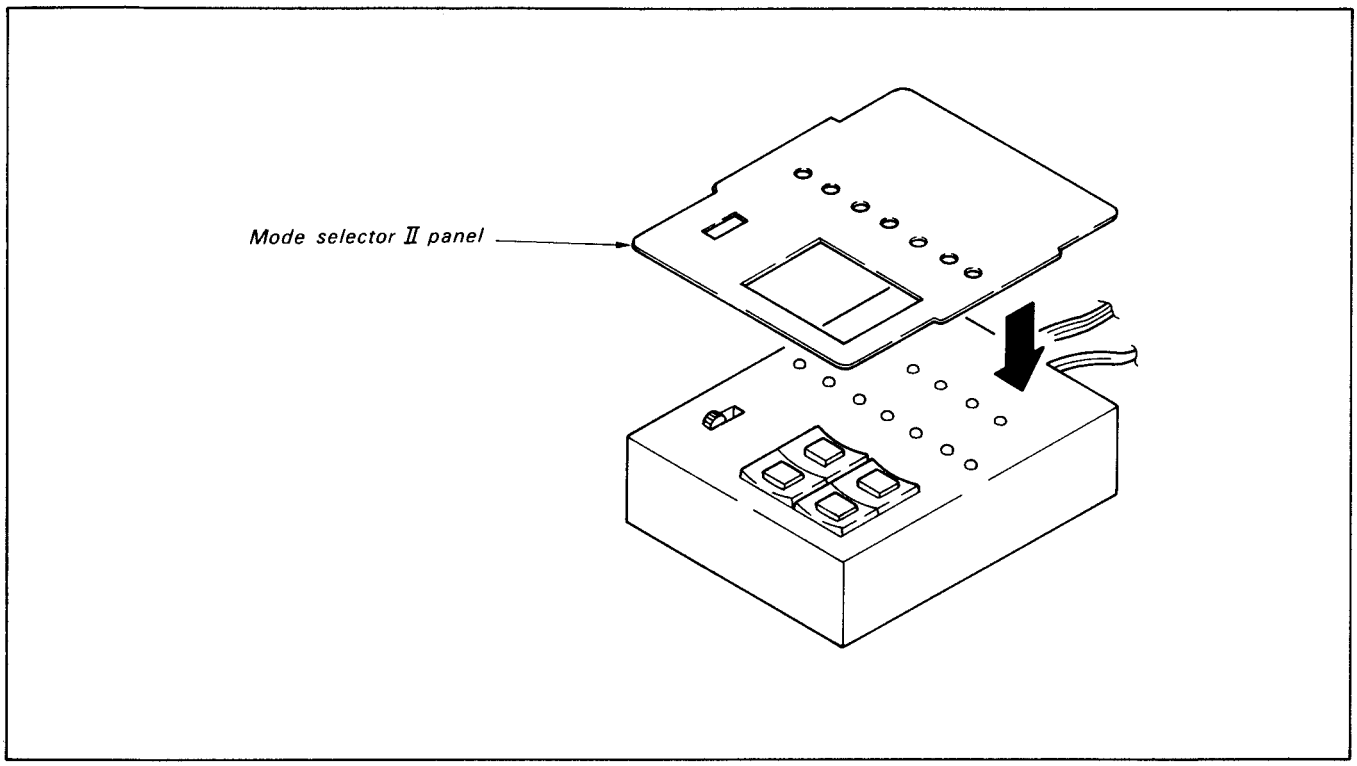

Fig. 2-7
- Install mode selector II panel (See Fig. 2-7)